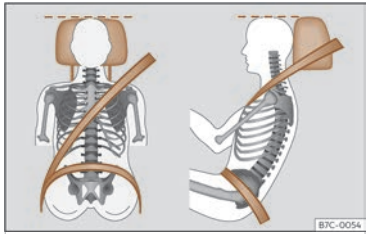

Abb. 17 Richtiger Gurtbandverlauf und richtige Kopfstützeneinstellung.
- Kopfstütze so einstellen, dass die Oberkante der Kopfstütze sich so weit wie möglich auf Höhe des Oberkopfes und so nahe wie möglich in Augenhöhe befindet[1] ››› **S. 130**. Den Hinterkopf so nah wie möglich an der Kopfstütze positionieren ››› **(Abb. 17)**.
- Fahrersitz in Längsrichtung so einstellen, dass die Pedale mit leicht angewinkelten Beinen durchgetreten werden können und der Abstand zur Instrumententafel im Kniebereich mindestens 10 cm (4 Zoll) beträgt ››› **(Abb. 17)**.